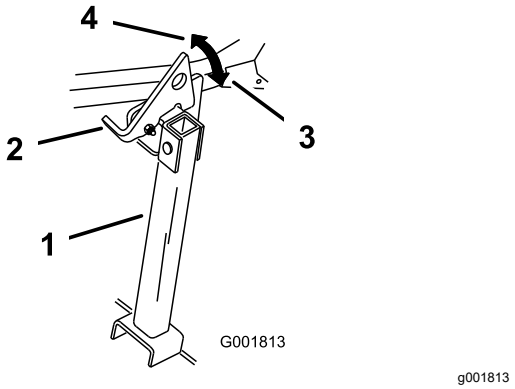

Figuur 44
2. Zet de vergrendeling omhoog in de ontgrendelde stand (Figuur 44).